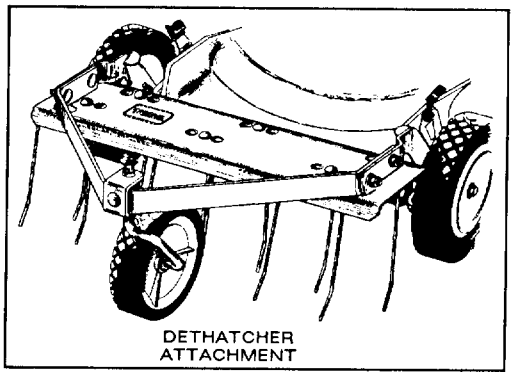

Figure 35
2. Dethatcher Kit, Model No. 59131—Installs in minutes. Front mounted for easy maneuverability. Spring tines loosen thatch for easy cutting (Fig. 35).